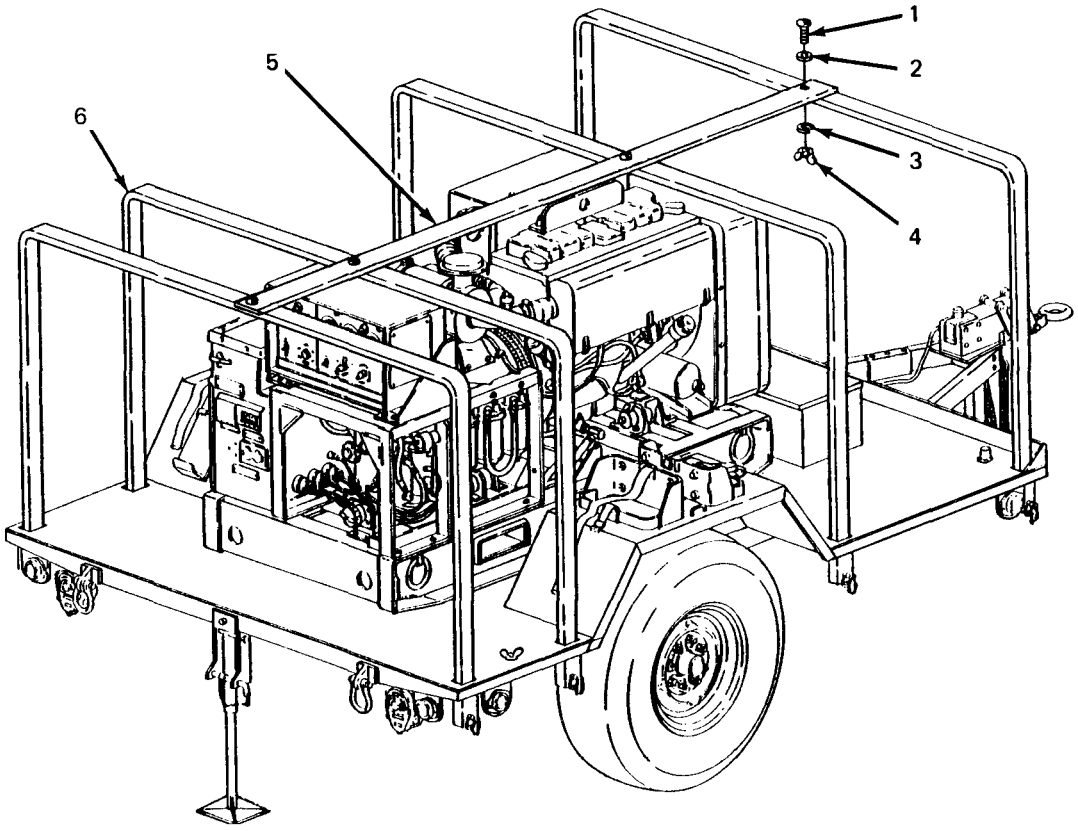

Figure 3-3. Tarpaulin Support Replacement.
b. Tarpaulin Support and Bow Assembly Replacement. (See figures 3-3 and 3-4.)
(1) Removal.
(b) Remove one screw (1, figure 3-3), one flat washer (2), one lockwasher (3) and one wing nut (4) securing tarpaulin support (5) to each of four bow assemblies (6) and remove tarpaulin support.
(b) Position tarpaulin support (5, figure 3-3) on bows (6) and secure tarpaulin support to each bow with one screw (1), one flat washer (2), one lockwasher (3) and one wing nut (4).